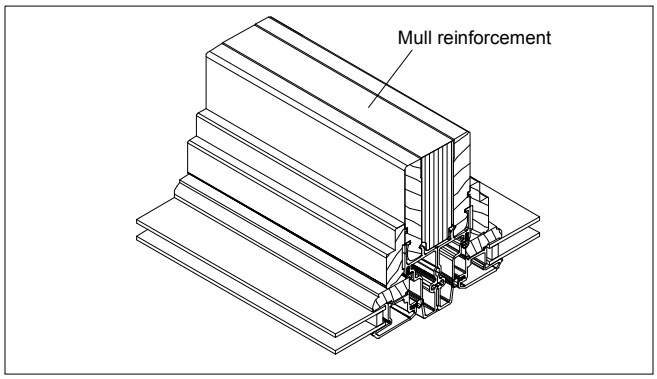

**Figure 11**
6. Insert mullion reinforcement board between frames and fasten to interior wood frame members with 1/2″ x 1/2″ 16 gauge staples spaced every 4″ (102). See figure 11.